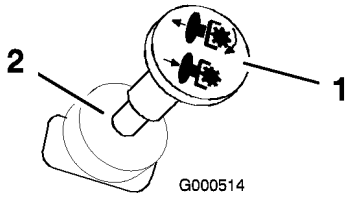

Figure 7
2. Placez la commande de prise de force (PDF) en position désengagée (Figure 7).
2. Désengagez la PDF (Figure 7).